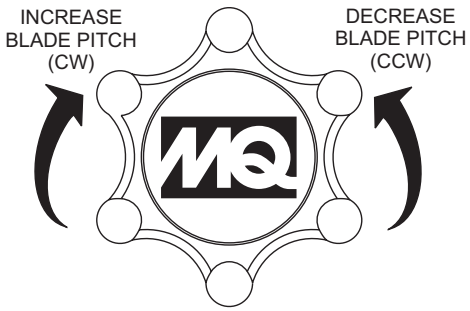

Figure 21. Blade Pitch Cable Adjustment (Standard Handle)
1. For trowels equipped with a **standard** handle, turn the star wheel **counterclockwise** to release tension on the blade pitch cable. See Figure 21.